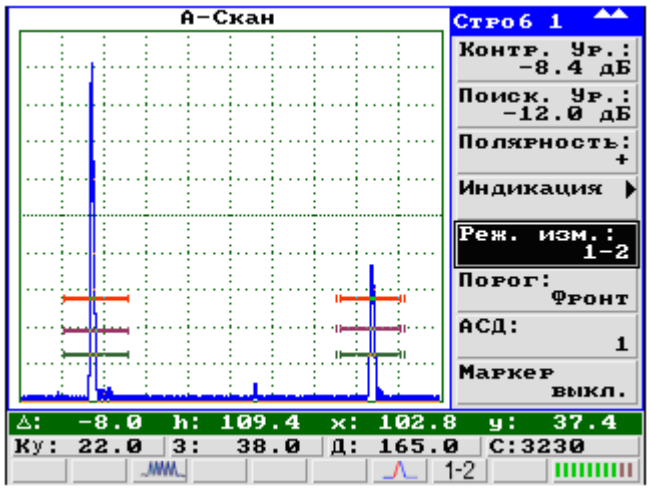

Рисунок 33
7.5.2 Для настройки измерителя необходимо застробировать сигнал (сигналы) (рисунок 33), для чего нужно войти в меню «**Строб1**» (рисунок 18) или «**Строб2**» и установить необходимые параметры в пункте «**Начало**» и «**Длительность**».